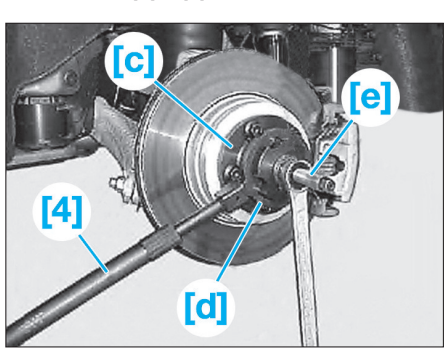

Fig. 14
- l'outil [c] sur le moyeu avec trois boulons de roue **(Fig.14)**.